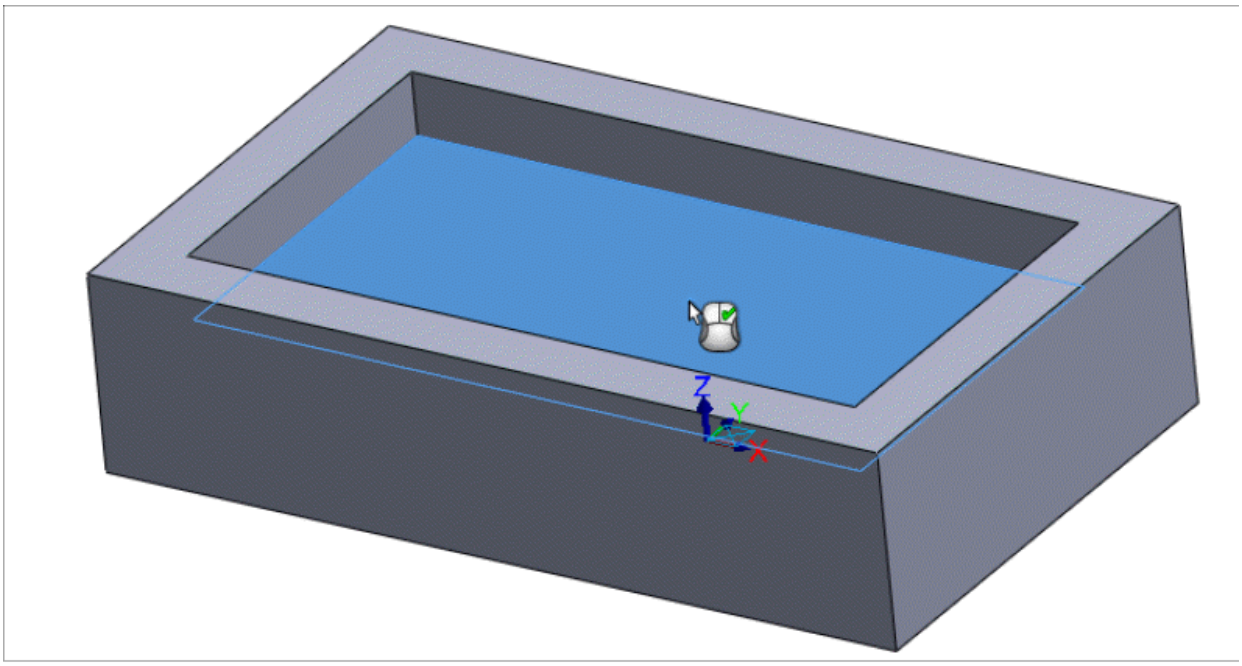
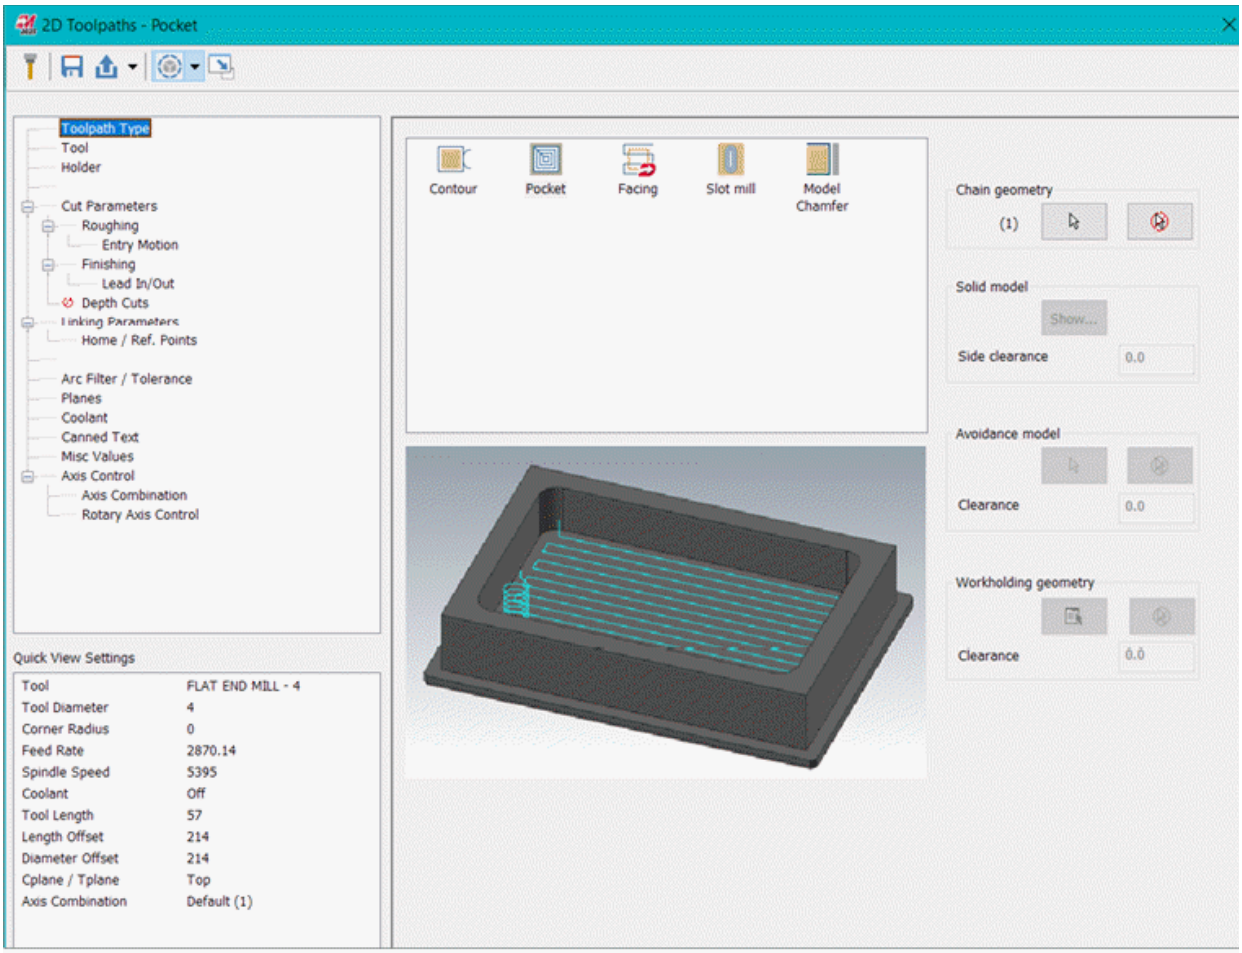

Figure-39. Pocket in the model
Figure-40. 2D Toolpaths-Pocket dialog box
- Select the bottom face of the pocket in the model; refer to Figure-39 and click on the **OK** button from the dialog box. The **2D Toolpaths-Pocket** dialog box will be displayed; refer to Figure-40.